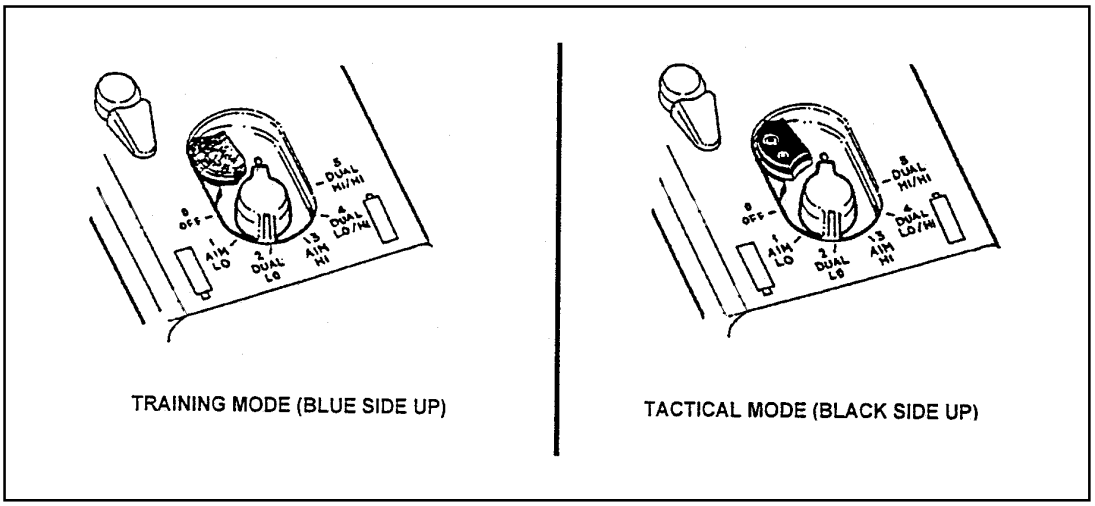

Figure G-12. Safety block installation.
b. **Safety Block Installation** (Figure G-12). The safety block installed in the training mode (blue side up) prevents the operator from accessing the non-eye safe modes (AIM HI, DUAL LO/HI, DUAL HI/HI). A .050 hex head Allen wrench is needed to unscrew the block from the body and reinstall it in the tactical mode (black side up).